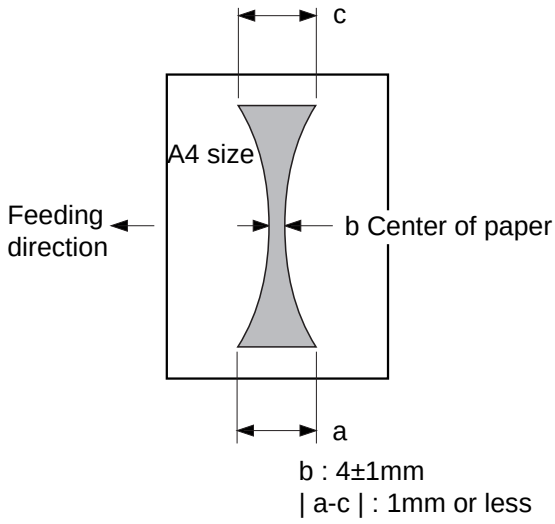

Figure 6-227
• The above operations cause the multifeeder to pick up paper so that you can take measurements as in Figure 6-227; the paper will then be discharged.